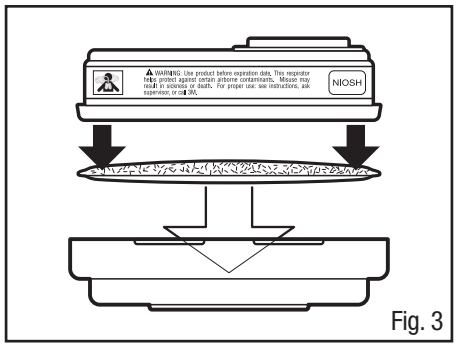

Fig. 3
2. Presione el cartucho en el soporte de filtro. Debe entrar y quedar fijo en el soporte de filtro. Instalado correctamente, el filtro debe cubrir por completo la cara del cartucho (Fig. 3).